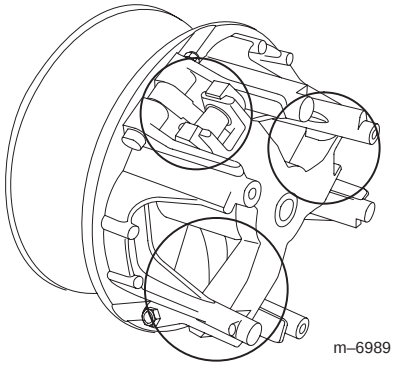

Figur 31
5. Smør de bevægelige dele i de områder, der er tegnet cirkler om i figur 31, ved hjælp af Toros tørre smøringsspray, som fås hos en autoriseret Toro-forhandler.